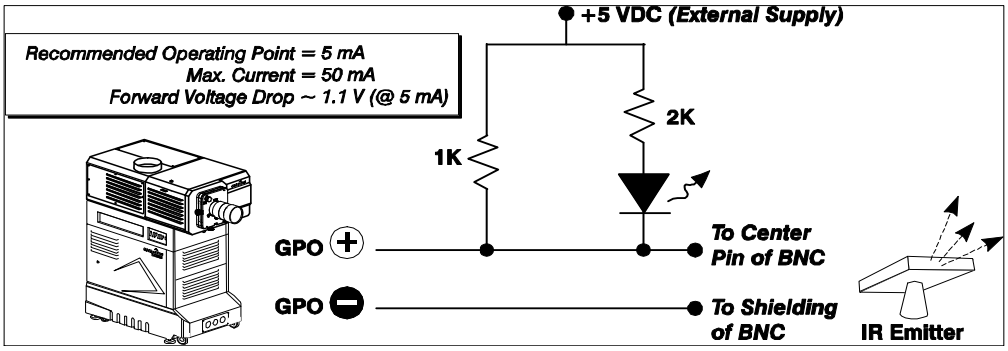

Figure D-2 Circuit for Power Supply
If you are wiring your own GPIO cable for use with a server or 3D device such as an IR emitter or a polarizer, follow the circuit diagram in **Figure D-2**.
1. Assemble a cable according to guidelines shown in **Figure D-1** and **Figure D-2**.